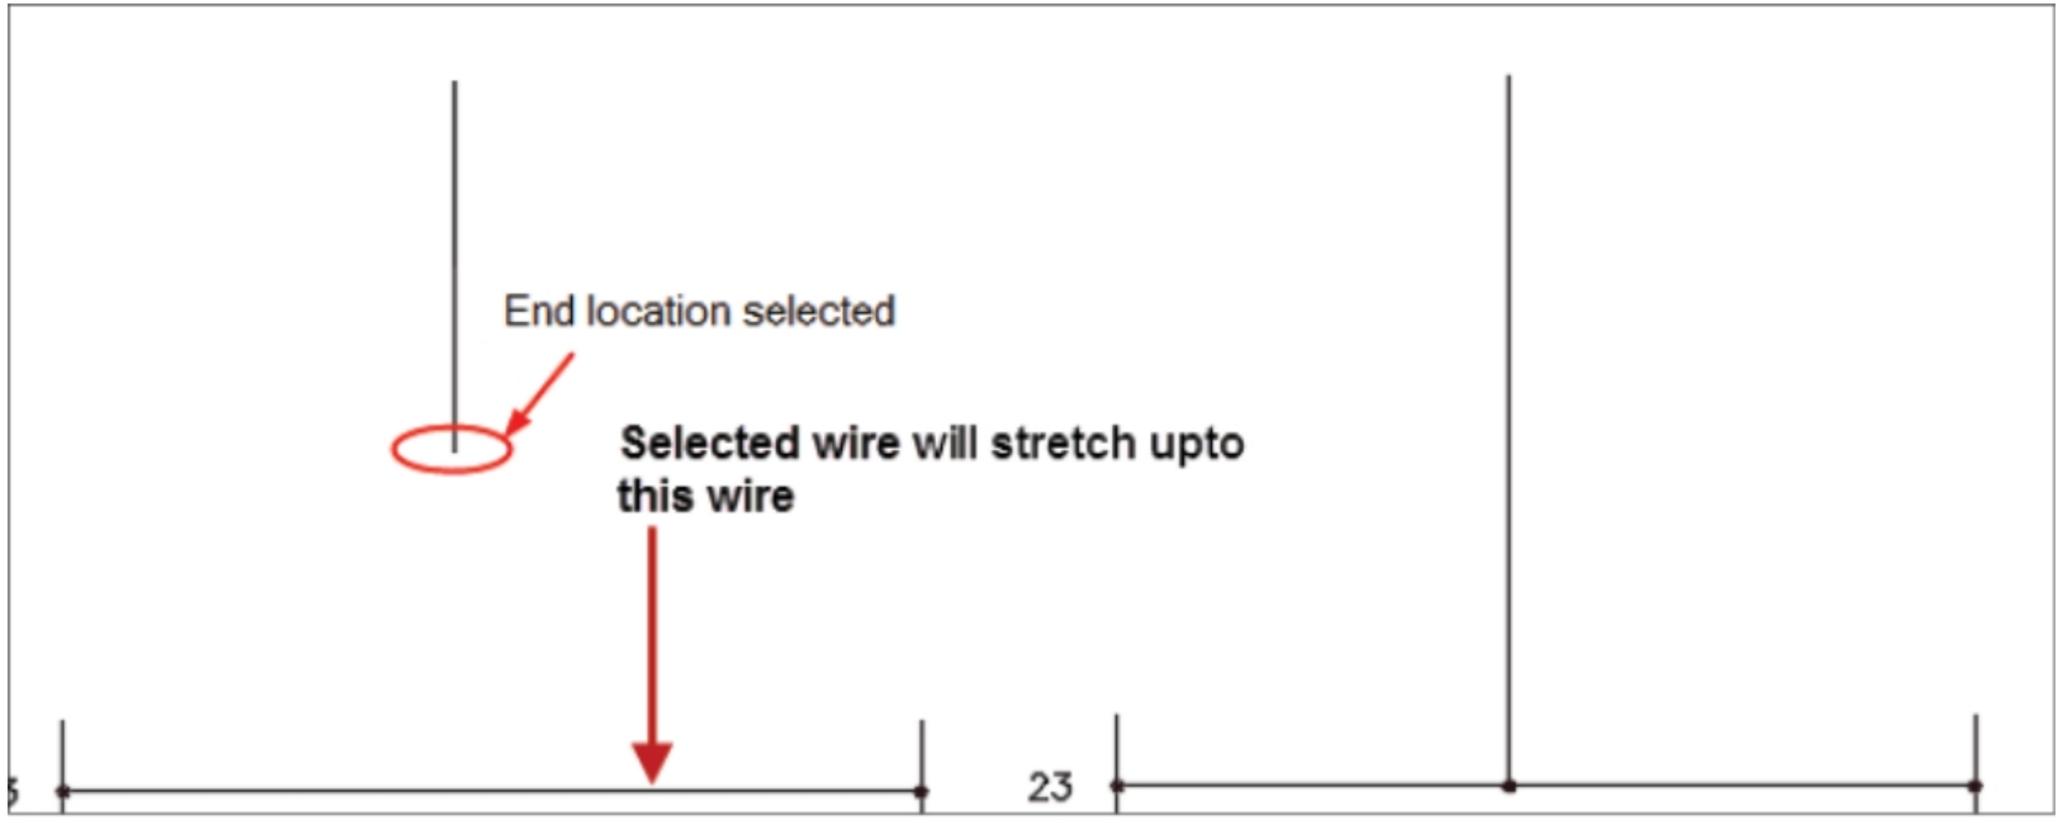

Figure-77. Stretching wire
- Click on the wire near the end point. The wire will stretch till it intersect with the next facing wire; refer to Figure-77.